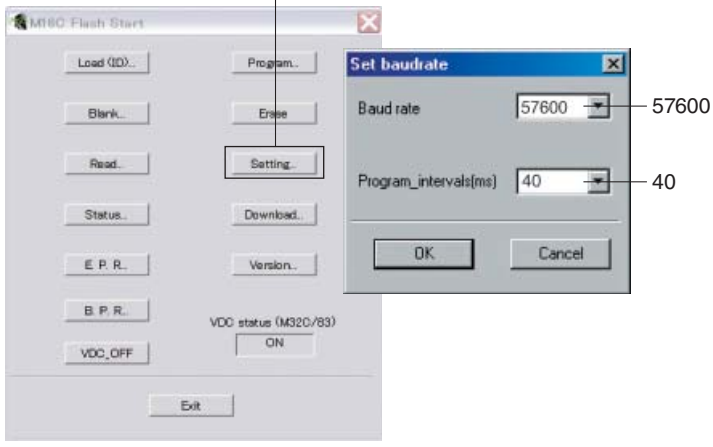

Fig. 5
7. Click [Setting], and set the baud rate. (Fig. 5)
7. [Setting] をクリックし、通信速度の設定を行います。(Fig. 5)